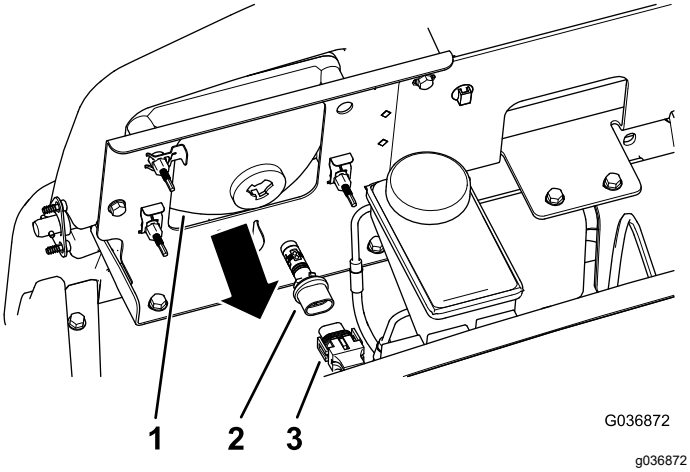

Figuur 42
3. Maak de elektrische aansluiting voor de kabelboom los van de lampaansluiting aan de achterkant van de behuizing van de koplamp (Figuur 42).
4. Draai de lamp een kwartslag linksom en duw ze naar achteren, uit de behuizing van de koplamp (Figuur 42).
5. Monteer de nieuwe lamp en de nieuwe behuizing voor de koplamp; lijn de lipjes van de lamp uit met de sleuven in de behuizing van de koplamp (Figuur 42).
6. Bevestig de lamp door deze een kwartslag rechtsom te draaien (Figuur 42).
7. Koppel de elektrische aansluiting voor de kabelboom aan op de aansluiting van de nieuwe lamp (Figuur 42).